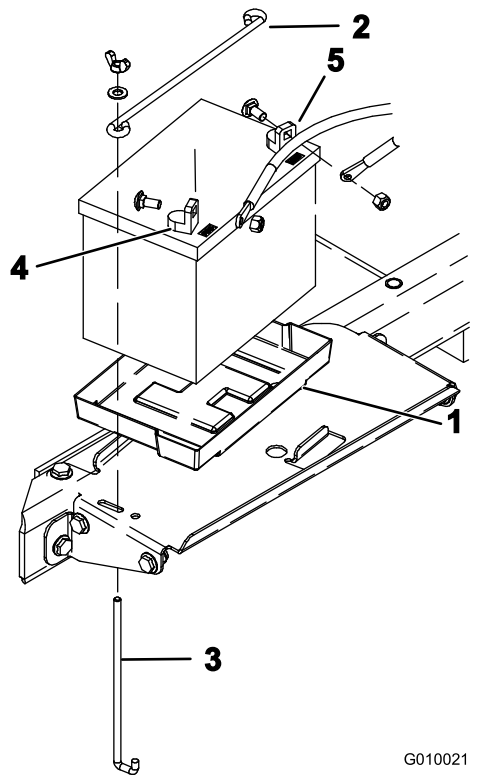

Figura 6
8. Introduza a bateria no tabuleiro do compartimento da bateria (Figura 6). Posicione a bateria de forma a os terminais ficarem para fora.
9. Fixe a bateria à base do compartimento com uma barra de bateria, 2 barras de fixação, 2 anilhas planas e 2 porcas (Figura 6).
10. Primeiro, fixe o cabo positivo (vermelho) no terminal positivo (+) com um parafuso de carroçaria e uma porca (Figura 6), depois o cabo negativo (negro) no terminal negativo (-) da bateria com um parafuso de carroçaria e uma porca (Figura 6). Coloque a protecção de borracha sobre o terminal positivo para evitar um curto-circuito.